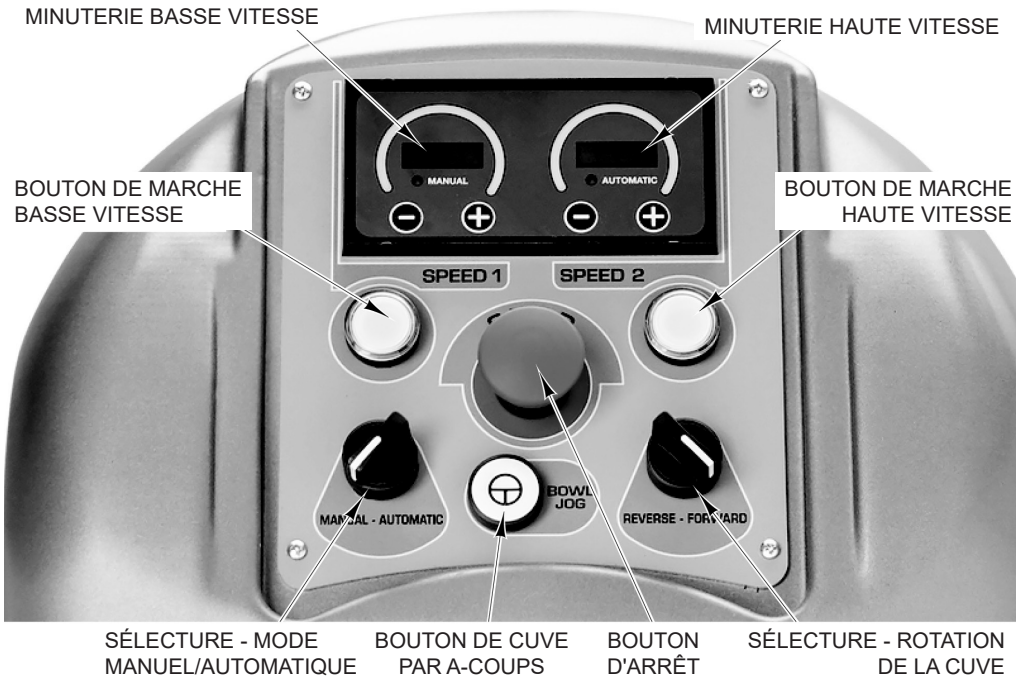

Fig. 2
1. Réglez le malaxeur en mode continu (Fig. 2).
1. Réglez le malaxeur en mode minuté (Fig. 2).
Le panneau de commandes est doté d'un bouton d'arrêt (Fig. 2). Pour stopper le pétrin/malaxeur, appuyez sur le bouton d'arrêt. Pour le faire revenir en position, faites tourner la tête du bouton en forme de champignon dans le sens horaire.